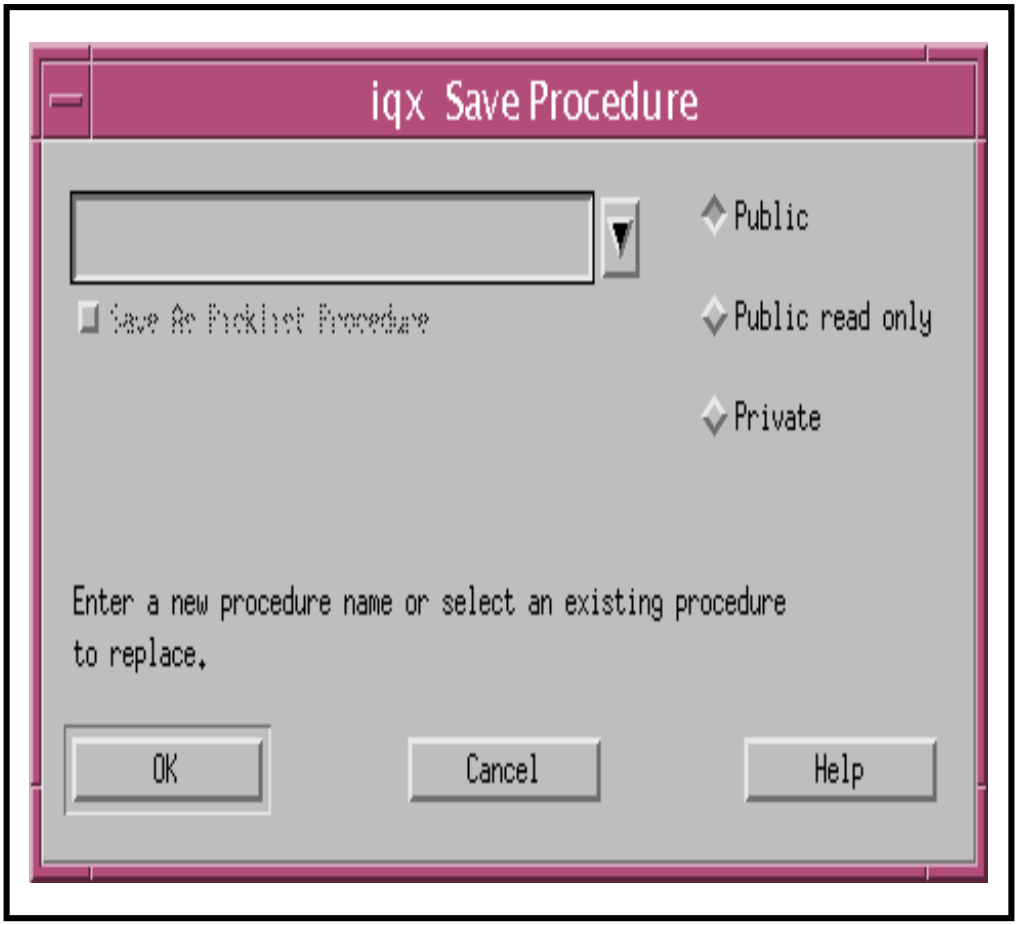

Figure 58. iqx Save Procedure GUI
- *The* iqx Save Procedure GUI (Figure 58) is displayed.